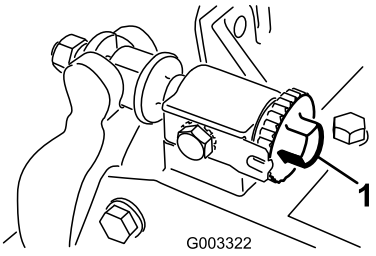

Figur 25
1. Øg kontakten mellem knivcylinder og bundkniv ved at dreje bundknivens justeringsknapper (Figur 25) mod uret, indtil der ikke længere er kontakt.